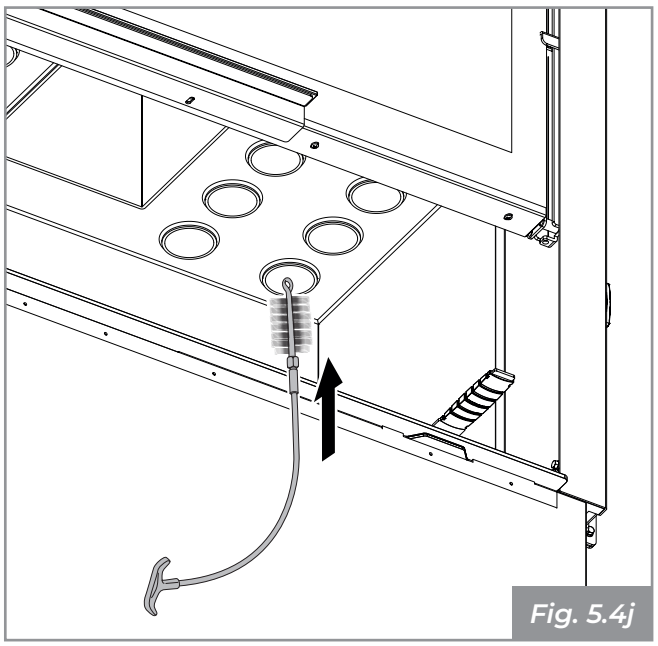

Fig. 5.4j
- To slide out the turbulators from below, insert the brush (provided) from the combustion chamber into the heat exchange coil **(Fig. 5.4j)**; slightly lift the turbulator and extract the pin **(Fig. 5.4h)**;
- Clean the heat exchange coil with the brush (provided) **(Fig. 5.4j)**;